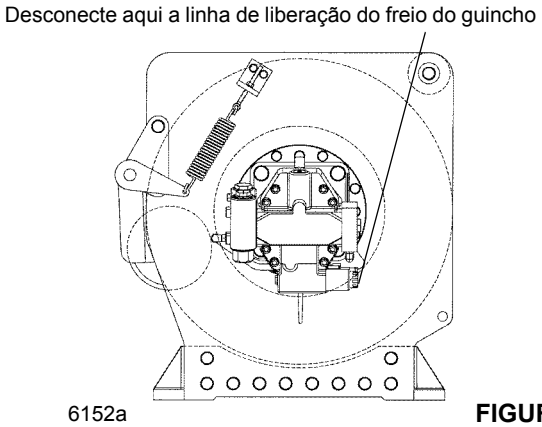

FIGURA 2-7
5. Desconecte e tampe a mangueira que sai da válvula de controle direcional principal e vai até a entrada A de guincho(s) da válvula de controle do motor do guincho. (Consulte a Figura 2-7.) Desconecte a linha de liberação do freio do guincho no guincho, tampe a conexão e coloque um bujão na mangueira.